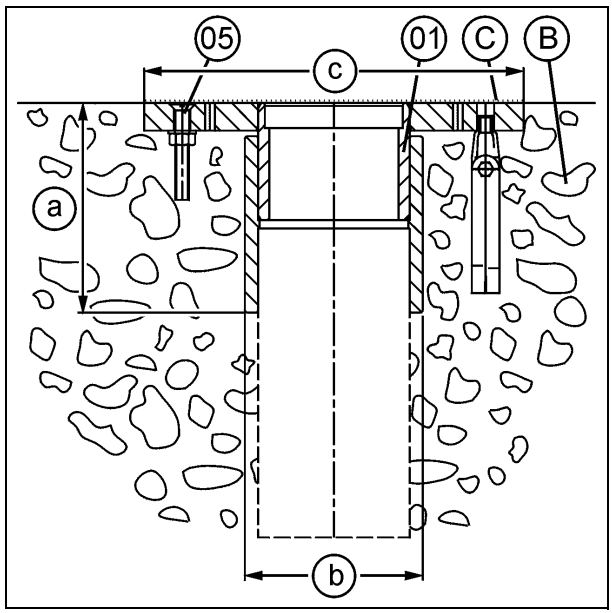
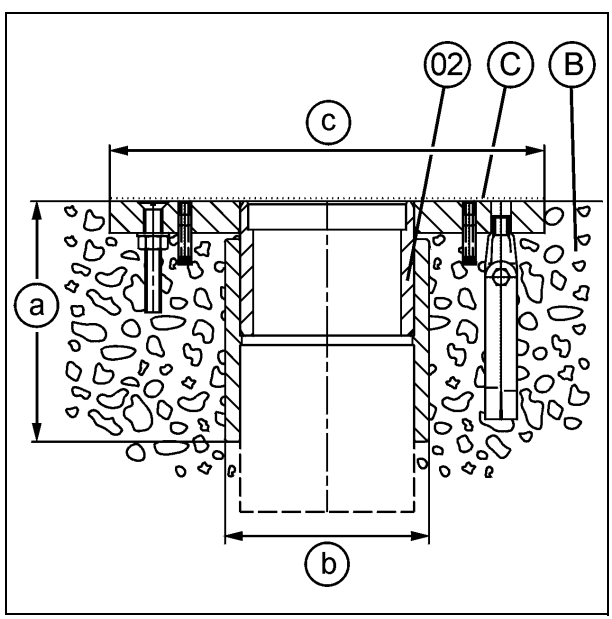
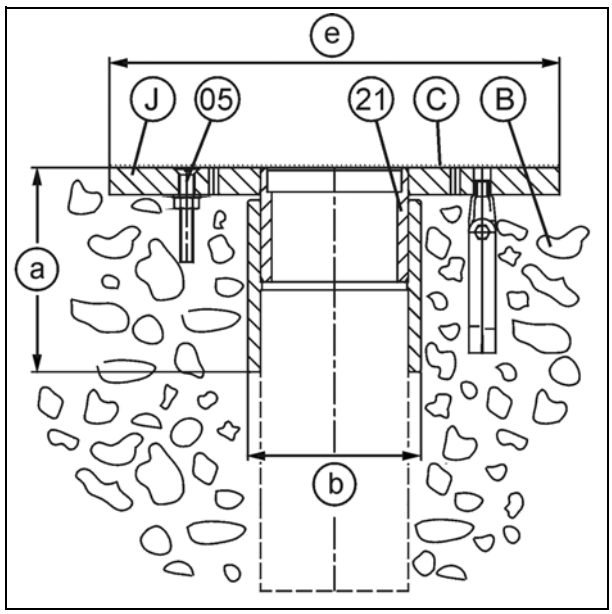

Fig. 22
Fig. 23
Fig. 24
V. Fig. 22, Fig. 23 e Fig. 24.